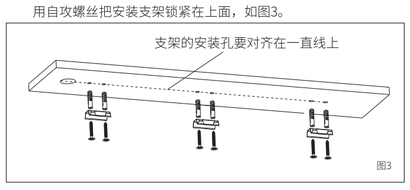

图3
3.2、如无拼接，则参考《导轨型号选型表》中的支架数量和 A 尺寸，钻安装孔。钻好安装孔后，把膨胀胶塞打紧进孔里，用自攻螺丝把安装支架锁紧在上面，如图3。